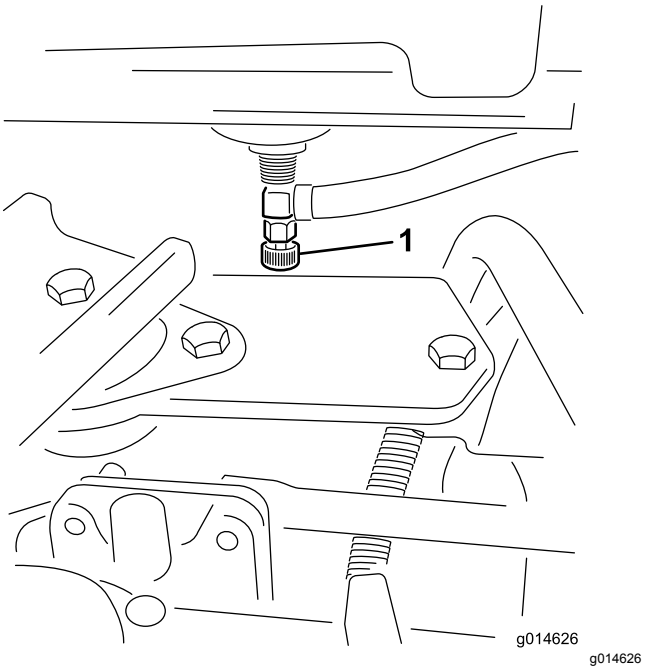

Figuur 42
1. Sluit de brandstofafsluitklep (Figuur 42) onder de brandstoftank.